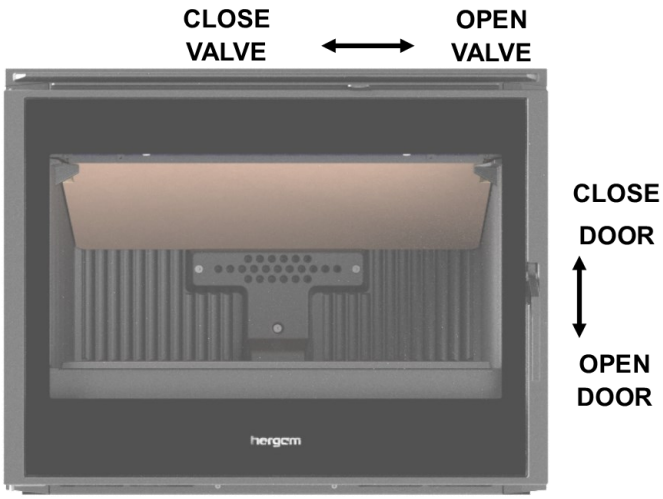

FIG. 2
To close the door, grasp the handle and gently push the door to the stove. You must use a heat-protective mitten. (Fig. 2).
The intermediate position is usually the ideal adjustment, depending on the quality of the draw of the chimney installed and on the type of fuel being used (hard or soft wood) (Fig. 2).
1. **Fully open the appliance's air control valve (Fig. 2).**